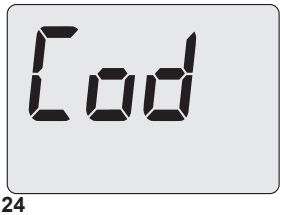

Figura 5.24
- Scorrere i vari parametri utilizzando i tasti 13 o 14 fino a far apparire sul display LCD le lettere **Cod**, indicanti l'entrata nel "parametro Cod" (Figura 5.24) che poi visualizza tre trattini "**- - -**" fissi.